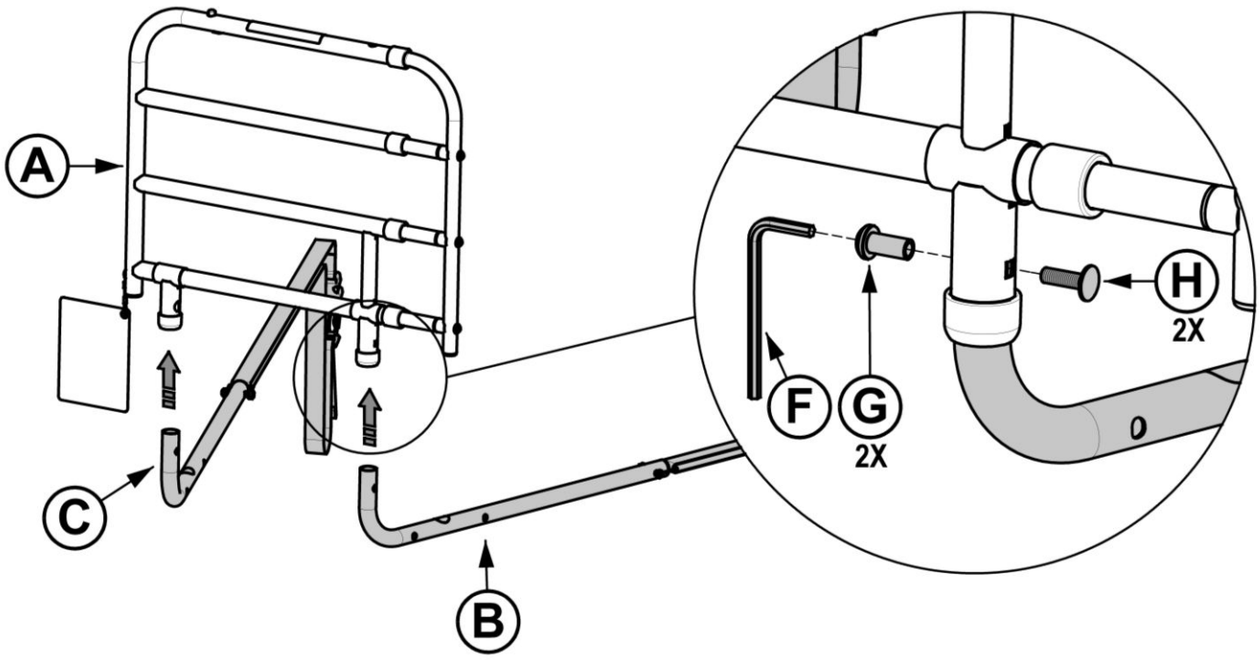

FIGURE 3
3. Insert Leg **B** into Bed Rail **A** and align holes. Fully insert Botl **H** in the square hole, then insert Bolt **G** from the other side and tighten using Tool **F** to secure Leg **B**, as shown in *FIGURE 3*. Repeat to attach Leg **C** to **A**.